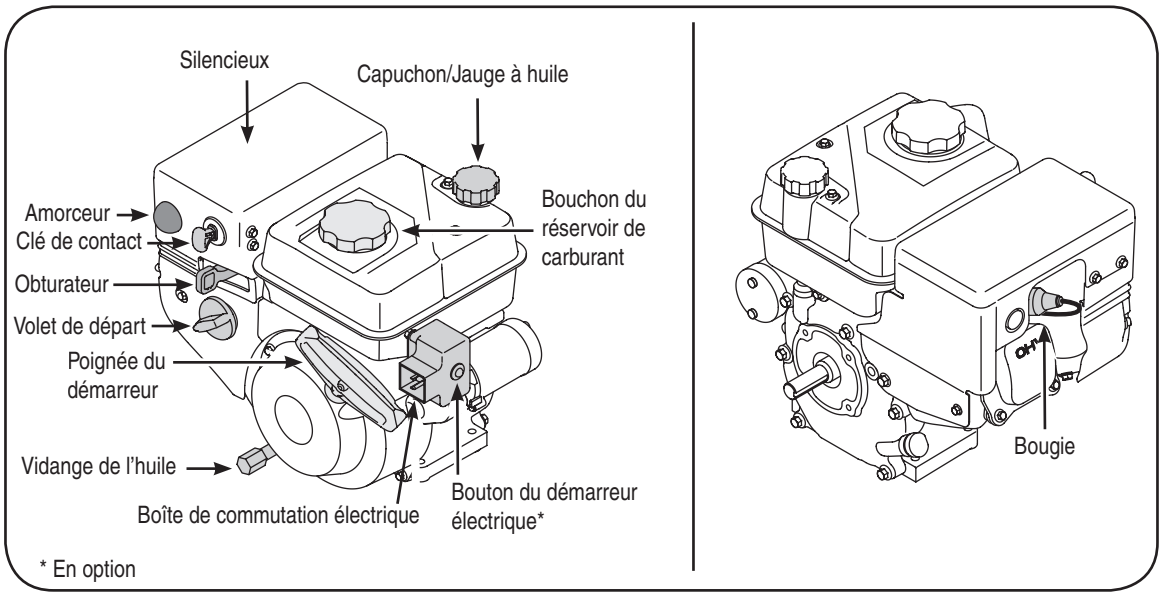

Figure 2-1: Vues avant et arrière du moteur.
6. Appuyez sur l'amorceur de trois à cinq fois en faisant attention de bien couvrir le trou d'aération. Figure 2-1. Si le moteur est chaud, appuyez seulement une fois sur l'amorceur. Recouvrez toujours le trou d'aération. Par temps froid, il peut être nécessaire d'amorcer plusieurs fois.
7. Enfoncez le bouton du démarreur pour faire démarrer le moteur, Figure 2-1. Lâchez le bouton dès que le moteur tourne. Le démarreur électrique est équipé d'un dispositif de protection en cas de surcharge thermique. Le système sera provisoirement arrêté pour permettre au démarreur de refroidir en cas de surcharge.
2. Placez la commande de l'obturateur, Figure 2-1, à la position Rapide (Lapin).
4. Appuyez sur l'amorceur de trois à cinq fois en faisant attention de bien couvrir le trou d'aération. Figure 2-1. Si le moteur est chaud, appuyez seulement une fois sur l'amorceur. Recouvrez toujours le trou d'aération. Par temps froid, il peut être nécessaire d'amorcer plusieurs fois.
4. Placez la commande de l'obturateur, Figure 2-1, à la position Rapide (Lapin).
5. Placez le volet de départ à la position ON (démarrage d'un moteur froid). Si le moteur est chaud, placez le volet de départ à la position OFF. Figure 2-1.